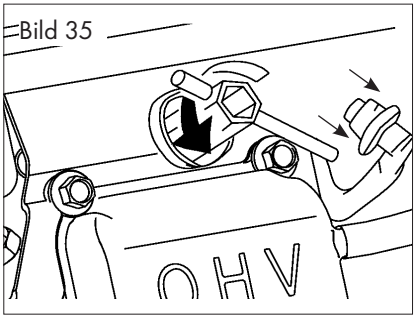

Bild 35
- Lossa tändstiftet med hjälp av tändstiftsnyckeln, Fig. 35.